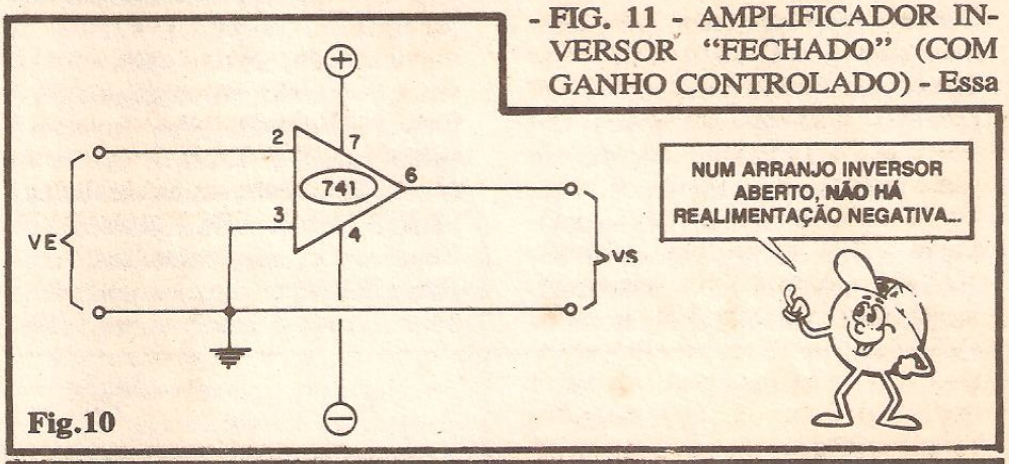

Fig.10
- FIG. 10 - AMPLIFICADOR INVERSOR "ABERTO" - Nessa configuração, a Tensão de Saída será sempre **invertida** em função da polaridade do sinal aplicado à Entrada... Como a Entrada Não Inversora (pino 3) não é utilizada, promovemos sua ligação à "terra" (zero volt), para que não "pentelhe", eletricamente... O ganho (fator de amplificação) nesse arranjo é simplesmente **total**, "tudo" o que o 741 é capaz de "dar"... Assim, alguns "caquinhos de volt", positivos, na Entrada (pino 2) farão com que VS vá quase ao nível da Tensão negativa de alimentação... Por outro lado, alguns "ciscos de volt", negativos, como VE, levarão VS praticamente à Tensão positiva de alimentação... É uma configuração, portanto, "radical" (e por isso mesmo raramente usada...) já que, por exemplo, se colocarmos "-0,0001V" (cem microvolts negativos) como VE, teremos uma VS de 10V! Isso com o 741 alimentado por +12/-12V... O arranjo é tão sensível que basta Você "olhar feio", ou "por o dedo" na Entrada (pino 2), para o 741 "saturar"!